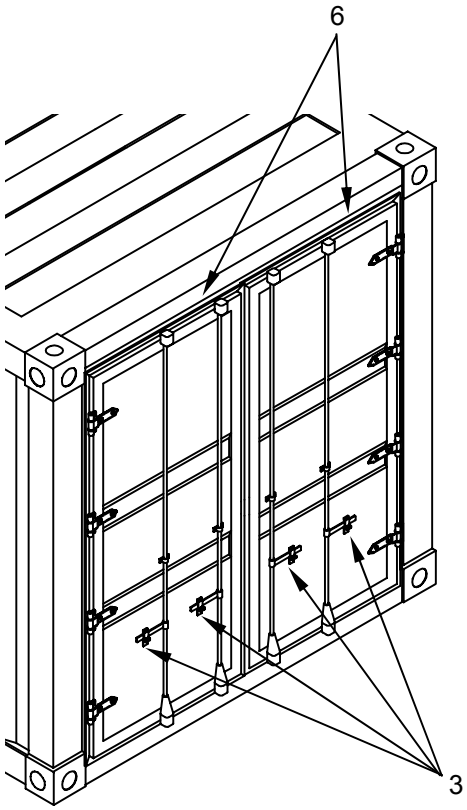

Figure 3. Double Entrance Doors.
1. Disengage latching mechanisms **(Figure 3, Item 3)** of double end doors **(Figure 3, Item 6)**, and open doors.